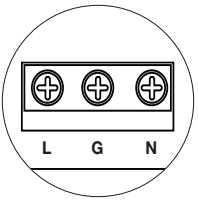

Fig. 1
1. Secure cabinet to earth ground. Connect AC power from overcurrent protective device circuit breaker (20A @ 115VAC, 60Hz, 16A @ 230VAC, 50/60Hz) to the terminals marked [L, N] on power supply board *(Fig. 1, pg. 4)*. Use 14AWG or larger for all power connections (Battery, DC output, AC input).